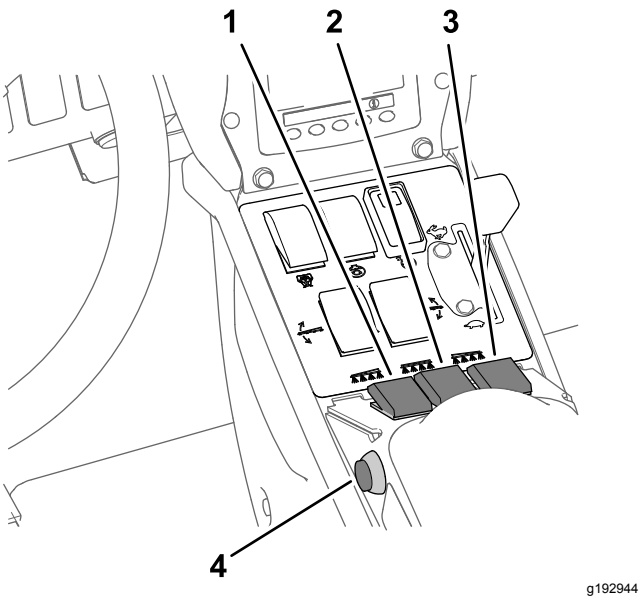

Figure 36
7. Set the spray section switch(es) to the ON position (Figure 36).
10. Drive at the desired speed and then set the master section switch to the ON position to begin spraying (Figure 36).
3. Set the master section switch to the OFF position; refer to Figure 36 in Spraying in the Application Rate Mode (page 34).
7. Set the individual section switches, as needed, to the ON position; refer to Figure 36 in Spraying in the Application Rate Mode (page 34).
9. Drive at the desired speed and then set the master section switch to the ON position to begin spraying; refer to Figure 36 in Spraying in the Application Rate Mode (page 34).